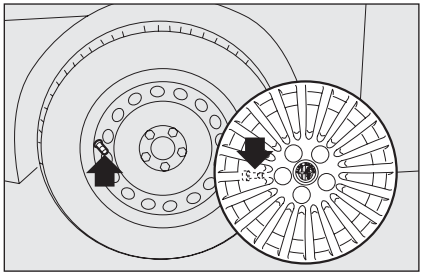

rys. 12
- ❒ umieścić kołpak koła na obręczy koła pokrywając znajdujący się symbol , wytłoczony wewnątrz kołpaka, z zaworem do pompowania **rys. 12**;